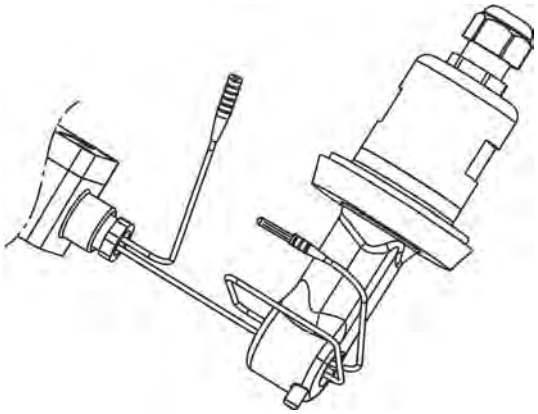

Fig. 74: Alambre alrededor del sensor Ci
Pase el cable del adaptador de calibración dos veces a través del orificio de la sonda de medición (véase *Capítulo 10.2.5.5 «Compensación básica Ci» en la página 157* , Fig. 74) y cierre el bucle.
4. Coloque el alambre del adaptador de calibración con dos vueltas a través del orificio del sensor Ci, sin unir los extremos del alambre. (Véase Fig. 74 .)